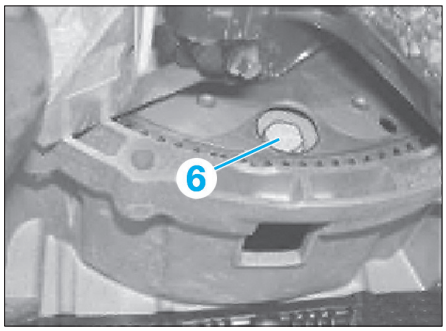

Fig. 7
• Faire tourner le moteur dans son sens normal de rotation en agissant sur la poulie de vilebrequin jusqu'à ce que la première vis (6) soit visible dans l'évidement **(Fig.7)**.
• Déposer la vis (6) du convertisseur de couple à l'aide de l'outil [1].
- Faire tourner le convertisseur de couple jusqu'à ce que le trou du convertisseur de couple soit aligné avec le trou du volant moteur **(Fig.7)**.